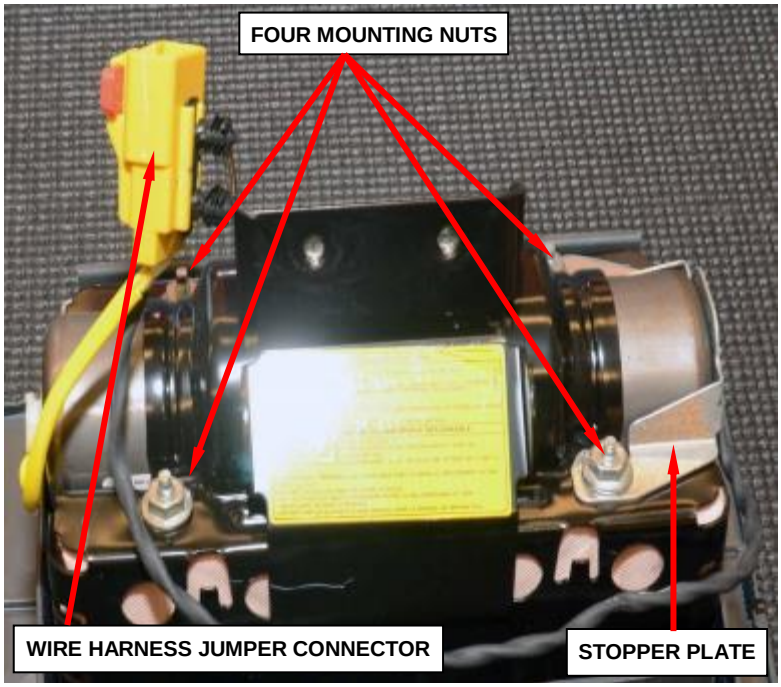

Figure 77 – Airbag Module
d. Remove the yellow three way wire harness jumper connector from the housing bracket (Figure 77).
e. Remove and discard the four mounting nuts, then remove the stopper plate from the passenger airbag module (Figure 77).
h. Install the stopper plate to the passenger airbag module (Figure 77).
i. Install the four new mounting nuts to the passenger airbag module and tighten to 53 in. lbs. (6 N·m) (Figure 77).